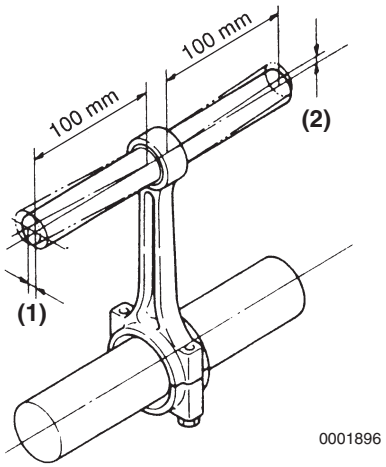
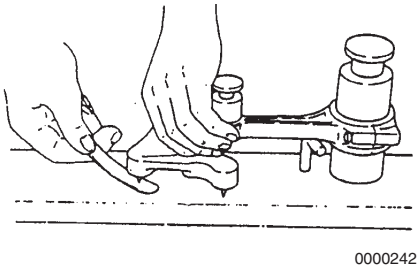

Figure 6-70
Figure 6-71
2. Measure the connecting rod twist **(Figure 6-70, (1))** and bend **(Figure 6-70, (2))** using a connecting rod alignment tool **(Figure 6-71)**. Record the measurements. *See Connecting Rod on page 6-12 for specifications.*